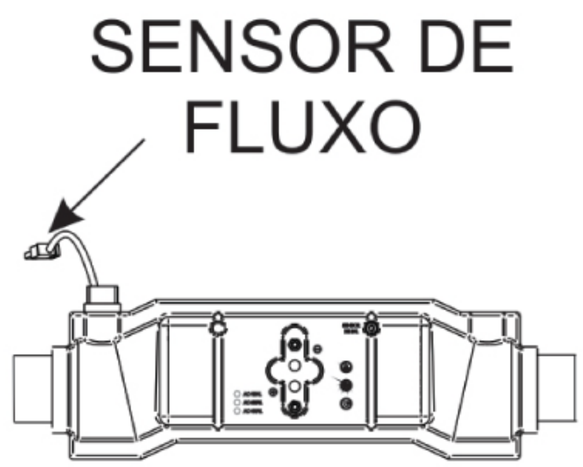

figura 4
3) SENSOR DE FLUXO (fluxostato): Cuja finalidade principal é impedir que seu equipamento **AQUA CLOR** funcione quando não houver fluxo de água através das células eletrolíticas. Isso pode ocorrer, por exemplo, caso a motobomba deixe de operar por queima de seu motor ou por qualquer outro motivo que impeça a passagem de água pelo interior da célula eletrolítica (**figura 4**).